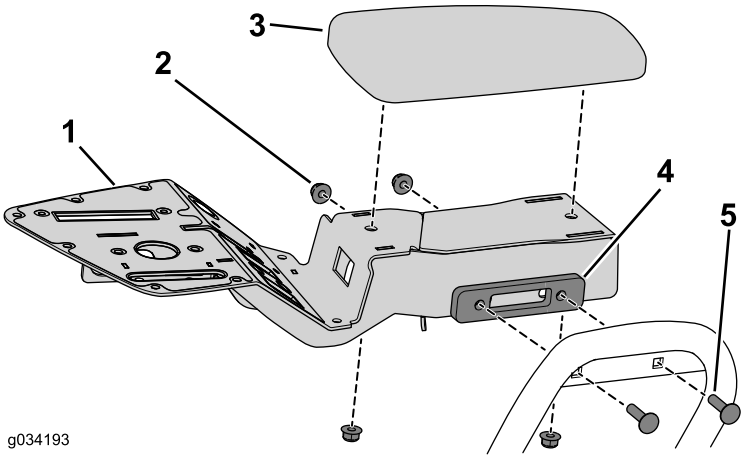

Rysunek 16
2. Używając 2 śrub zamkowych i nakrętek kołnierzowych odkręconych wcześniej, zamocuj zespół konsoli (Rysunek 16).
3. Używając 2 nakrętek kołnierzowych odkręconych wcześniej, zamocuj podłokietnik do zespołu konsoli (Rysunek 16).